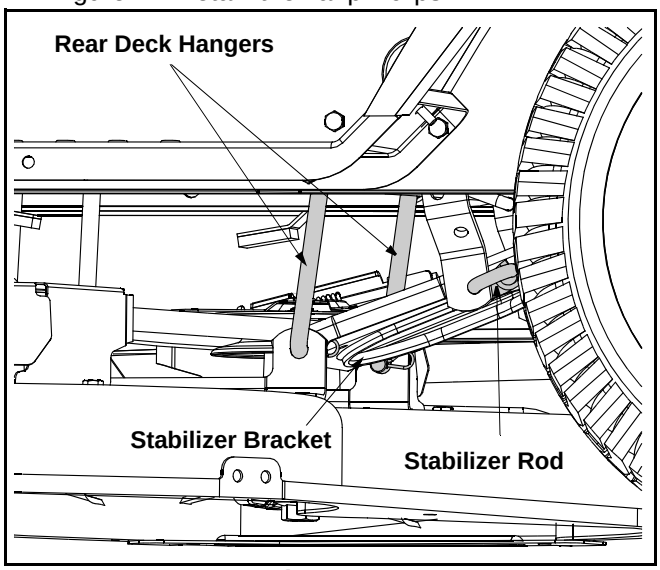

Figure 17
- Remove the hairpin clips which secure the rear deck hangers to the deck stabilizer bracket. See Figure 17. Retain the hairpin clips.
NOTE: *The style and shape the stablizer bracket and stablizer rod vary. Yours may differ slightly from that shown in Figure 17.*
NOTE: *For normal service and maintenance, the deck stabilizer bracket doesn't need to be removed from the tractor. If removing the cutting deck in order to mount a Snow Thrower attachment, however, the stabilizer bracket must be removed. To do so, simply remove the hairpin clip which secures the stabilizer rod to the stabilizer bracket. See Figure 17.*